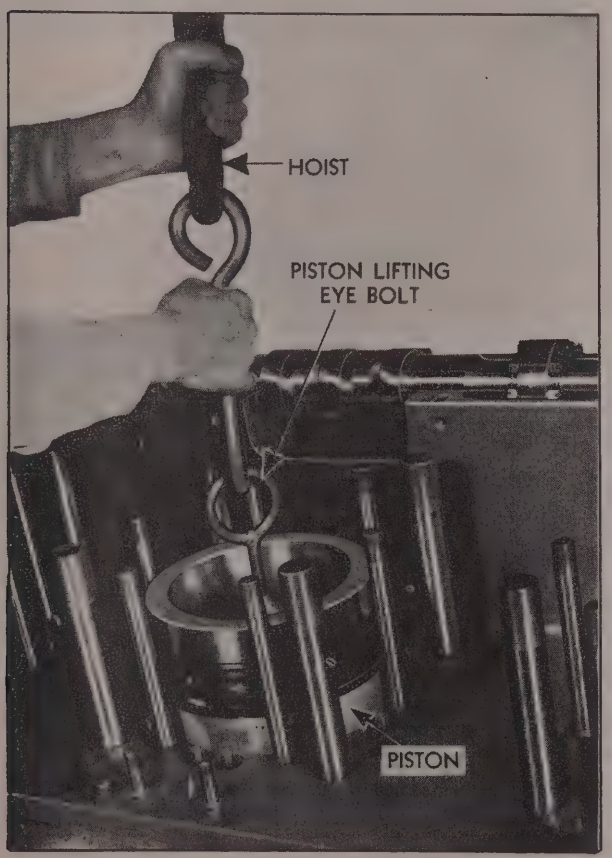

Fig. 7H
8. Screw piston lifting eyebolt into hole in top of piston as shown in Fig. 7H. After lifting piston slightly check upper bearing shell to see that it is tight in its seat. If loose, it should be removed before lifting piston farther. Care should be taken to lift along the axis of the cylinder liner, and to see that connecting rod does not score liner wall. Do not allow rod to swing and strike piston skirt as this may damage piston. Replace bearing shells, cap and bolts in rod, to prevent damage to bearing shells.